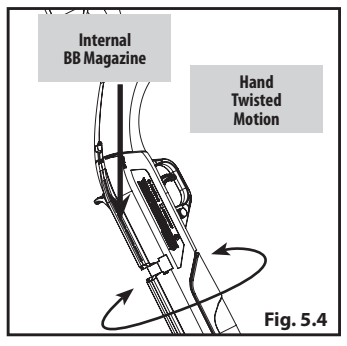

Fig. 5.4
- **b.** Point the barrel straight down and with a hand twisting motion, shake and twist the air rifle to fill the internal BB magazine (Fig. 5.4)